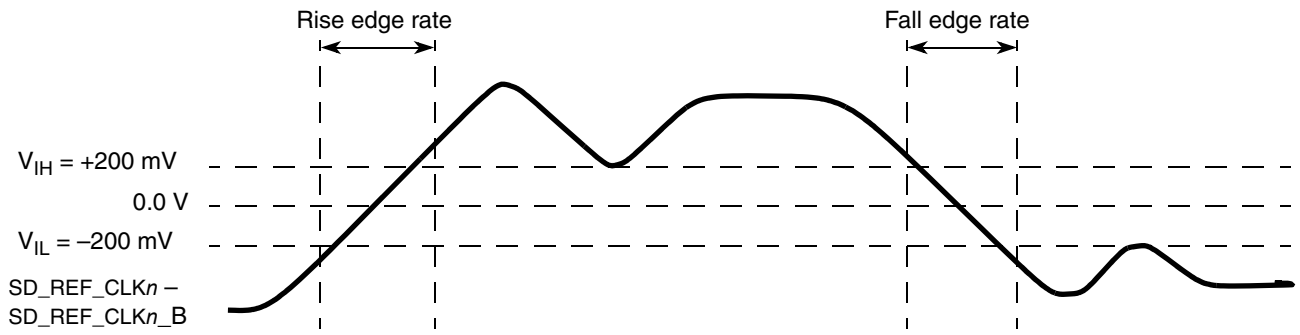

Figure 39. Differential Measurement Points for Rise and Fall Time
The differential waveform is constructed by subtracting the inverting signal (SD_TX*n*_B, for example) from the non-inverting signal (SD_TX*n*_B, for example) within a differential pair. There is only one signal trace curve in a differential waveform. The voltage represented in the differential waveform is not referenced to ground. See Figure 39 as an example for differential waveform.
3. Measured from –200 mV to +200 mV on the differential waveform (derived from SD_REF_CLK*n* minus SD_REF_CLK*n*_B). The signal must be monotonic through the measurement region for rise and fall time. The 400 mV measurement window is centered on the differential zero crossing. See Figure 39.